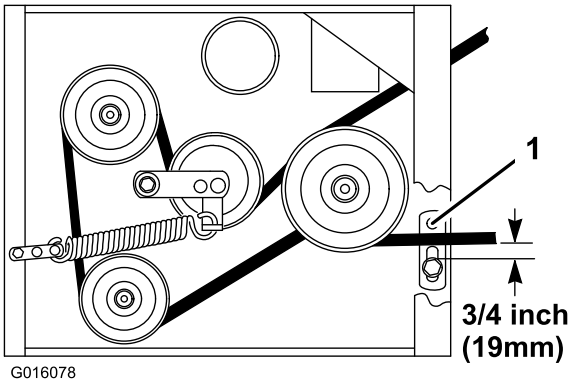

Figura 45
8. Verifique a guia da correia debaixo da estrutura do motor para o devido ajuste (Figura 45).
Nota: Quando a correia do cortador é acionada, certifique-se de que a distância entre a guia da correia e a correia do cortador é de 19 mm (Figura 45). Ajuste a guia da correia do cortador conforme necessário. A correia livre não deve arrastar-se nem cair da polia quando as guias estiverem devidamente ajustadas.